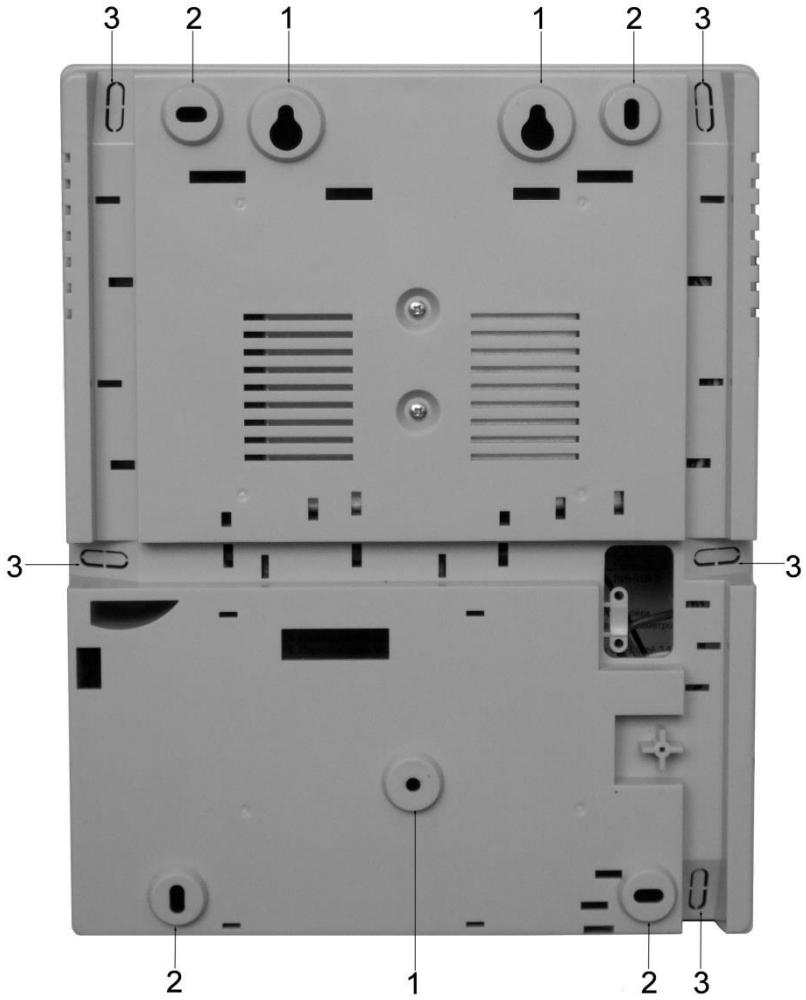

Рисунок 7. Монтажные отверстия
При этом используются отверстия (1) (см. рисунок 7). Корпус монтируется на саморезы или на шурупы и дюбели, установленные на одной горизонтали на расстоянии 80 мм. После этого корпус закрепляется в нижнее отверстие, которое находится за аккумулятором резервного питания.